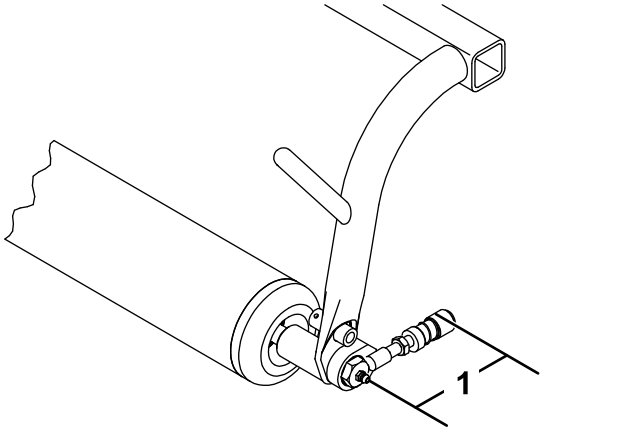

Figur 5
9. Justera kulledsmottagaren så att avståndet mellan smörjskruven och kulledsmottagarens öppning är 9,1 cm och dra åt kontramuttern så att den sitter ordentligt (Figur 5).